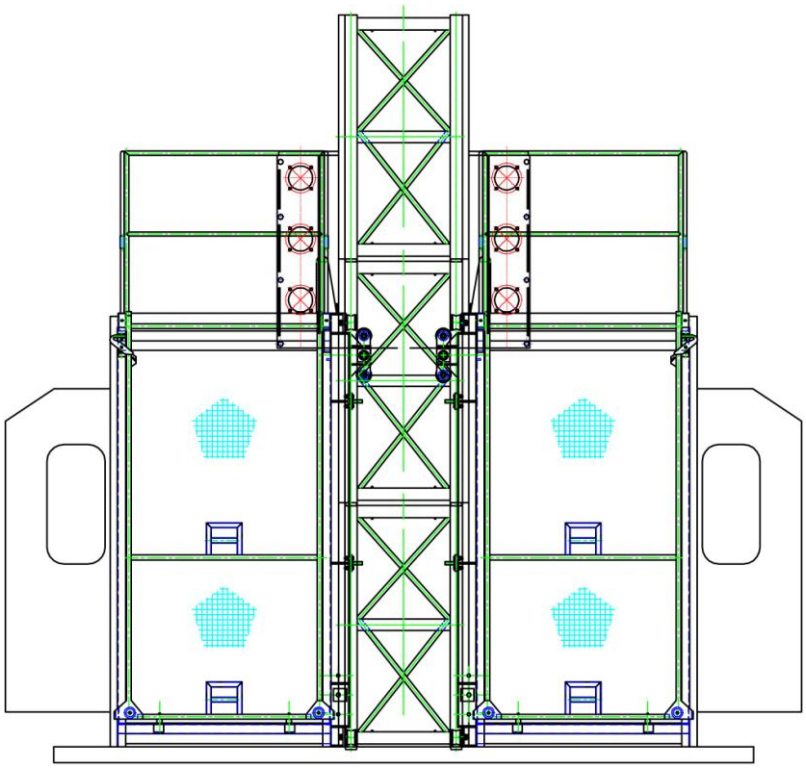

Figure 5
4.4.5Put the driver bracket on the cage, Coupling bolts.(see figure 5)